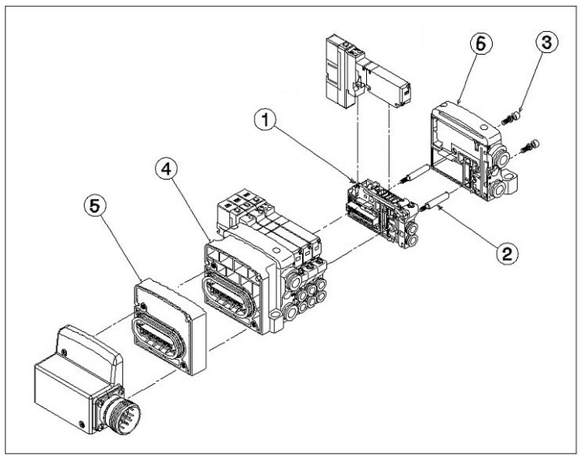

Figura 18
6.2 Aggiungere stazioni al manifold (vedere Figura 18)